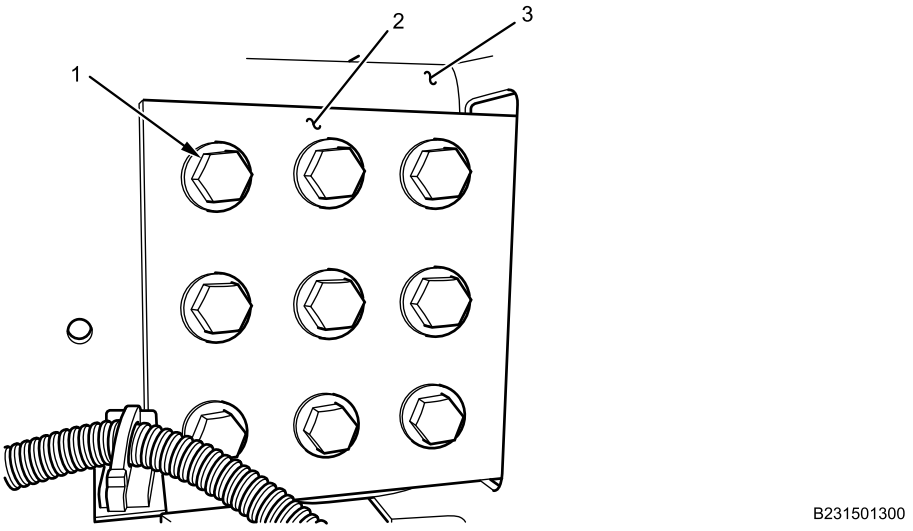

Figure 1. Side View of Right Front Towing Eye Behind Bumper.
1. Remove nine bolts (Figure 1, Item 1) and nuts that attach towing eye (Figure 1, Item 2) to frame rail (Figure 1, Item 3).